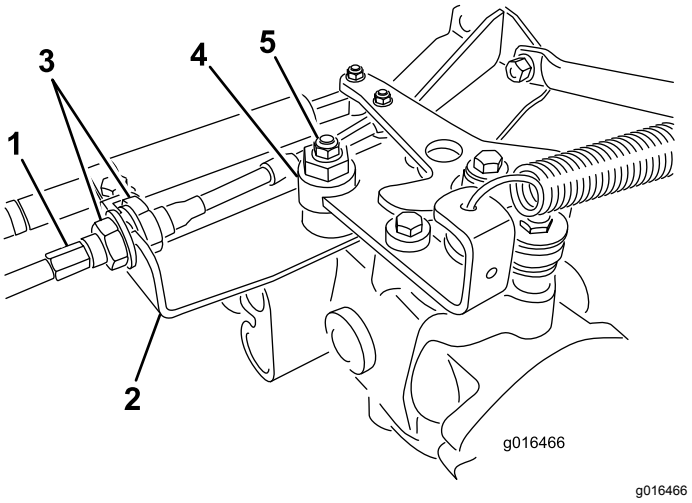

Rysunek 43
A. Poluzuj obie przeciwnakrętki mocujące linkę sterowania jazdą do przegrody na przekładni hydrostatycznej (Rysunek 43). Poluzuj obie przeciwnakrętki równomiernie i na tyle, aby umożliwić zmianę ustawienia linki.
B. Poluzuj nakrętkę mocującą mimośród do górnej części higrostatu (Rysunek 43).
D. Obracaj mimośrodem, aż ustanie powolny ruch w każdym kierunku. Gdy koło przestanie obracać się, dokręć nakrętkę, blokując mimośród i regulację (Rysunek 43). Sprawdź prawidłowość wyregulowania, ustawiając dźwignię przepustnicy w położeniach NISKICH i WYSOKICH obrotów.
E. Po każdej stronie przegrody dokręć przeciwnakrętki **równomiernie**, unieruchamiając linkę jazdy względem przegrody (Rysunek 43). Unikaj skręcenia linki.